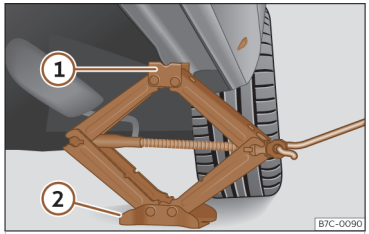

Abb. 243 Längsholm: Wagenheber ansetzen.
- Drehen Sie die Kurbel des unter dem Aufnahmepunkt des Längsträgers befindlichen Wagenhebers, bis sich die Nase ① ››› **(Abb. 243)** unter der vorgesehenen Einführung befindet.
- Richten Sie den Wagenheber so aus, dass sein Aufnahmehorn ① in die dafür vorgesehene Aufnahme am Längsträger „greift“ und die bewegliche Grundplatte ② plan auf dem Boden aufliegt. Die Bodenplatte ② muss sich dabei senkrecht unter dem Aufnahmepunkt ① befinden.